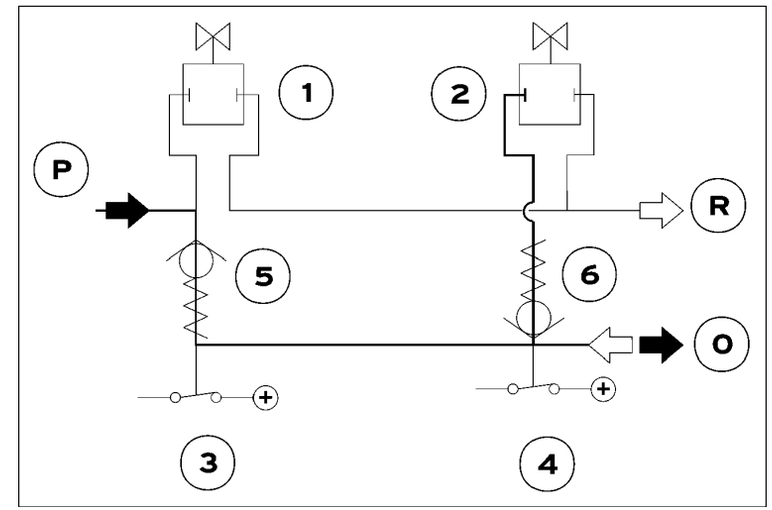

Fig.5
- Solenoid valve (**1-Fig.5**): closed;
- Solenoid valve (**2-Fig.5**): closed.
The ascent solenoid valve (**1-Fig.5**) closes to allow the passage of pressurized fluid from the power steering pump to the pressure accumulator and to the two front shock absorbers. The descent solenoid valve (**2-Fig.5**) closes to prevent the fluid from reaching the reservoir. The fluid enters the lower shock absorber chamber and lifts the vehicle. The process is stopped when maximum height, i.e. approximately 40-50 mm more with respect to home position, is reached. This position is reached when the pressure in the system reaches 70 bars and the maximum pressure switch (**4-Fig.5**) opens.
Ascent (Fig.5)